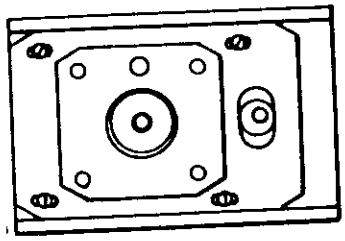

FIGURE 47. MOTOR PLATE
f. Loosen the two or four mounting screws, which hold the motor plate to the support bracket (Refer to Figure 47).
h. When the lobes are of an equal amplitude, tighten the motor plate mounting screws (Refer to Figure 47).